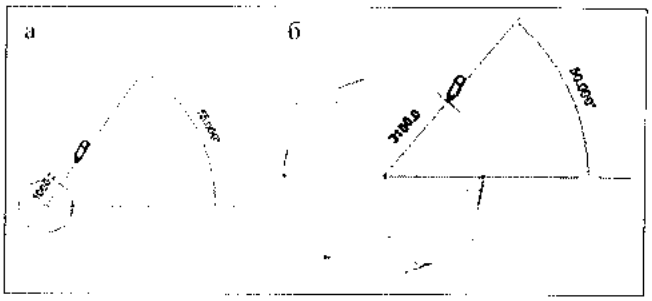

Рис. 8.13. *Построение многоугольника*
– *вписанный многоугольник* (*Inscribed Polygon*) (рис. 8.13). Команда построения многоугольника доступна для стен и линий модели и узла.